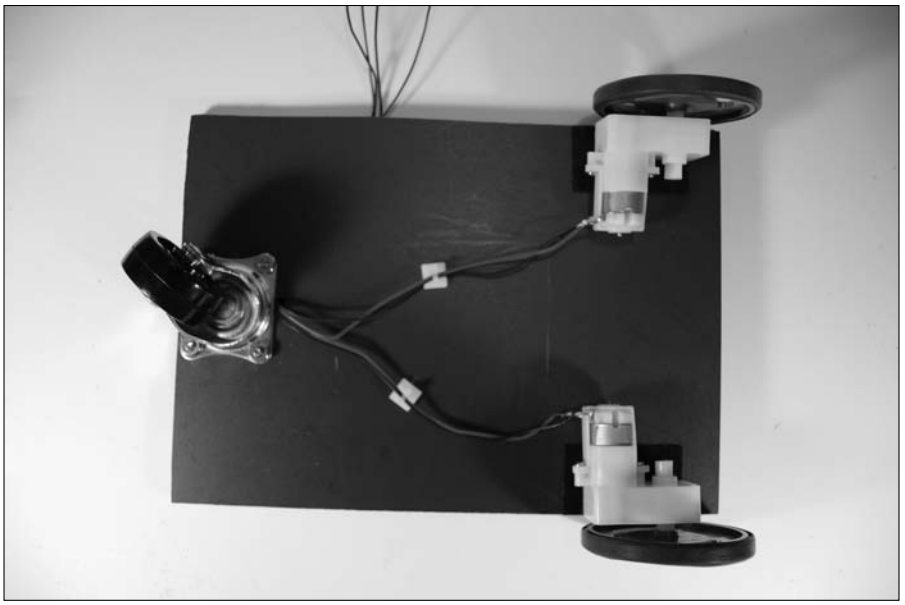

Figure 11-38: Attach the motors and castor.
8. **Stick some Velcro to the base of the kart where the motors will be attached and then attach the motors; see Figure 11-38.**
9. **Attach the castor, using ⅝" 6-32 screws and nuts, also shown in Figure 11-38.**
10. **Feed the wires through the ¼" hole and secure the wires with the wire clips (as shown in Figure 11-38); then slip the wheels on the motor shafts and secure the wheels with the screw provided.**